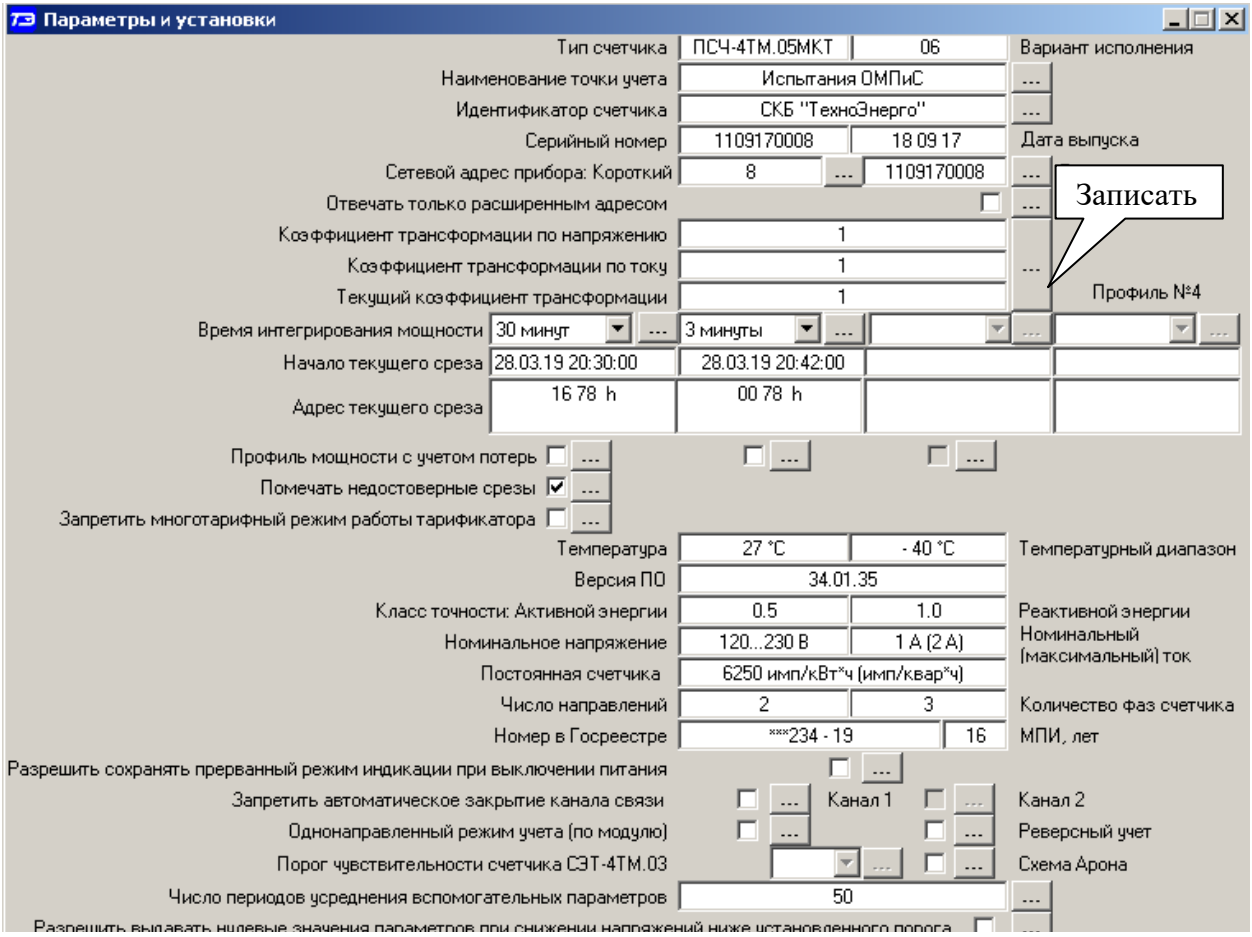

Рисунок 4 – Форма «Параметры и установки»
8.2 Для изменения адреса, нужно в соответствующее окно «Сетевой адрес» «Короткий», «Расширенный» формы «Параметры и установки» (рисунок 4) вписать требуемое значение и нажать кнопку «Записать», справа от окна. После успешной записи новый адрес автоматически переписывается в соответствующие окна «Сетевой адрес», «Расширенный сетевой адрес» генеральной формы программы для дальнейшей адресной работы со счетчиком.
11.2.6 Если счетчик предполагается использовать как однотарифный, то по каждому типу дня каждого сезона следует записать одинаковый номер тарифной зоны (от 1 до 4), по которой будет вестись учет. Если в счетчик уже введено тарифное расписание, а требуется вести учет по одному тарифу, то достаточно установить программируемый флаг «Запретить многотарифный режим работы тарификатора» на форме параметры и установки (рисунок 4), как описано в п. 7.12.